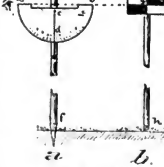

Fig. 148. Gradbogen.
1. Das einfachste Instrument ist der in Fig. 148 dargestellte Gradbogen. An einem Stabe *ef* ist in Augenhöhe drehbar ein halbkreisförmiges Brett angebracht, dessen obere Kante *ab* zur Visur dient. Von *d* aus beginnend ist der Halbkreis nach beiden Seiten hin in Grade (je 90) geteilt, bei *c* ist ein Lot angebracht. — Zu diesem Instrumente gehört ein zweites, eine an einem Stabe *hk* verschiebbare, aber festzuschraubende Zielscheibe *g*. Beim Gebrauch wird diese Scheibe so angeschraubt, daß die Höhe *gh* gleich der Höhe *ef* ist. Gebrauch: Soll von einem am Fuße des Berghanges belegenen Punkt 1 aus eine Linie im Terrain am Hange entlang mit 3° Neigung festgelegt werden, so steckt man den Gradbogen in 1 fest in die Erde und dreht das Brett so lange, bis das Pendel den dritten Gradstrich deckt, die Visierlinie *ab* hat dann gegen die Horizontale eine Neigung von 3°, stellt sich nun in einiger Entfernung ein Gehilfe mit der Zielscheibe auf und geht dieser so lange am Hange auf oder ab, bis die Visierlinie den Punkt *g* trifft, so hat die Linie *ag* auch eine Neigung von 3°, und es muß, da die Höhen *ef* und *gh* einander gleich sind, auch die Verbindungslinie *fh* am Boden ein Gefälle von 3° haben.